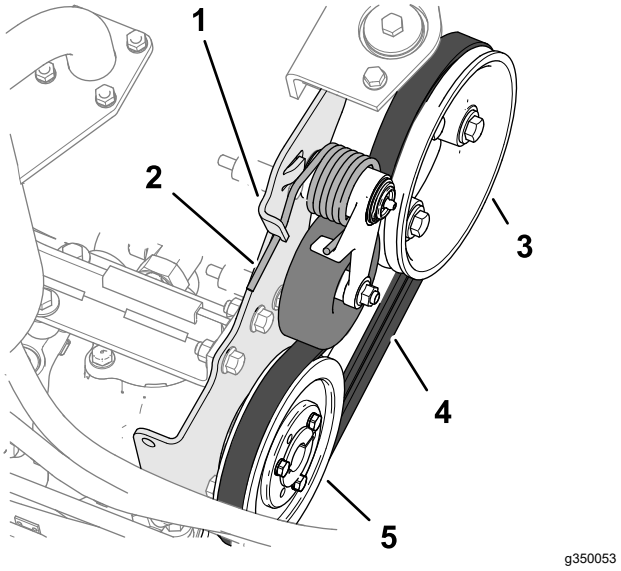

Rysunek 84
2. Naciśnij koniec sprężyny napinającej pasek w dół i wyjmij z wycięcia w wypuście mocowania pompy, a następnie przesuń koniec sprężyny do przodu (Rysunek 84).